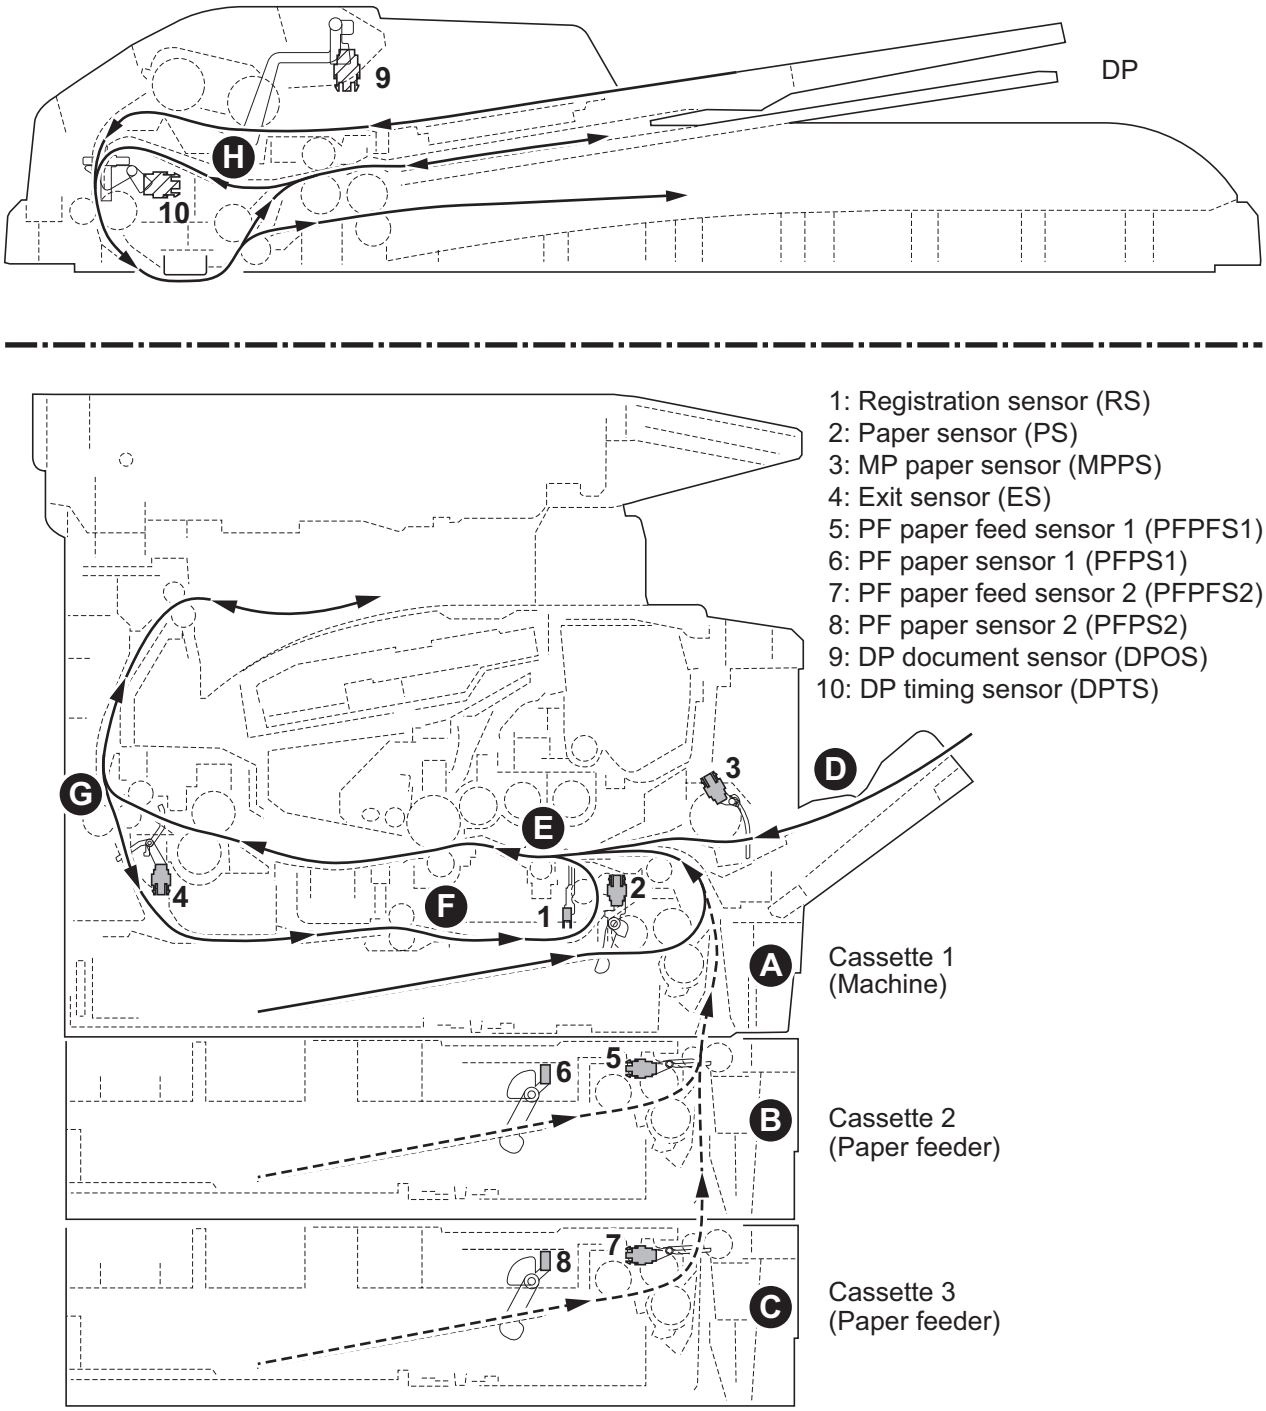

Figure 1-4-2
*: Refer to figure 1-4-2 for paper jam location (see page 1-4-2).